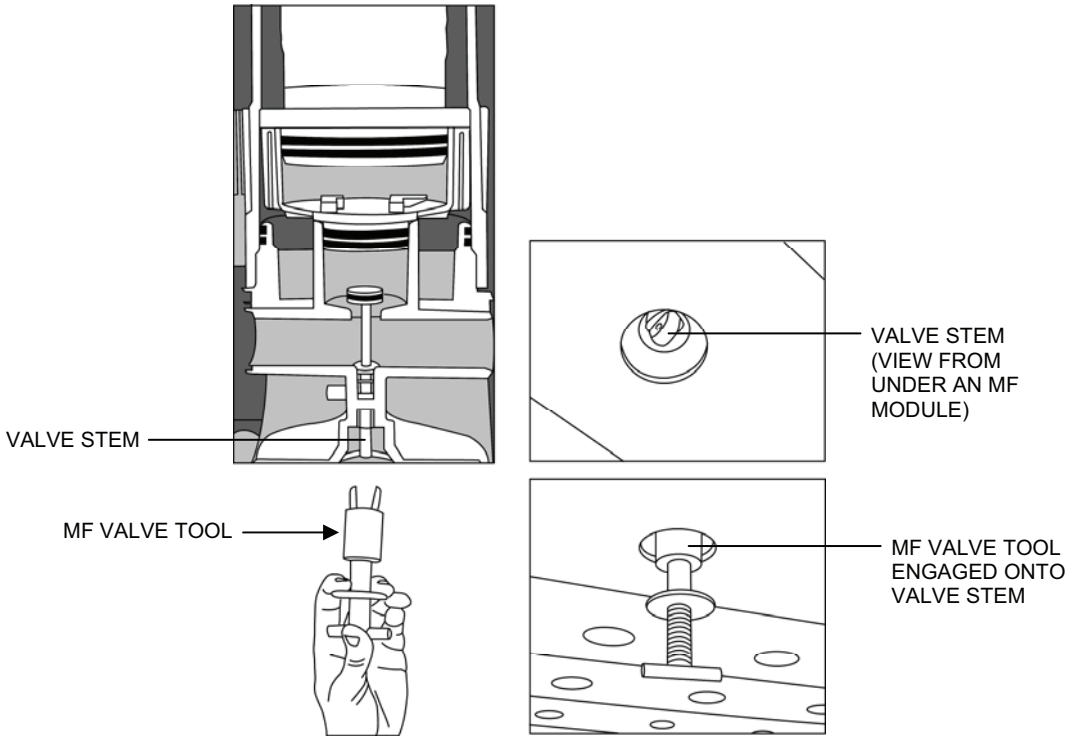

Figure 5. Isolating an MF Module.
5. If the leak is limited to one or two MF modules, isolate the modules by turning both the top and bottom filtrate valves off as follows (Figure 5):